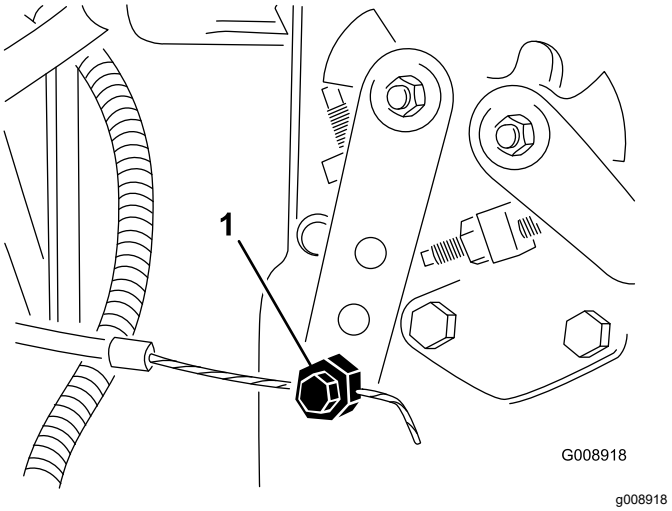

Figur 83
4. Lossa gasreglagekabelns kontaktdon på spaken vid insprutningspumpen (Figur 83).